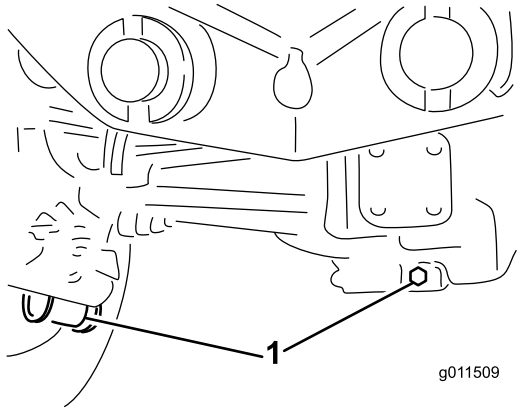

Figuur 60
2. Reinig de omgeving van de drie aftappluggen, (1) aan elke kant en (1) in het midden (Figuur 60).